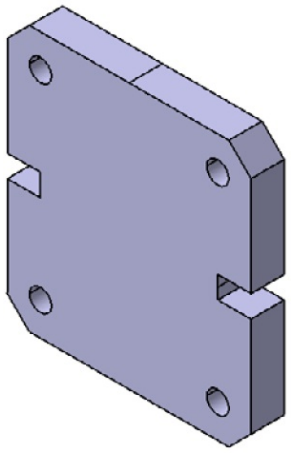
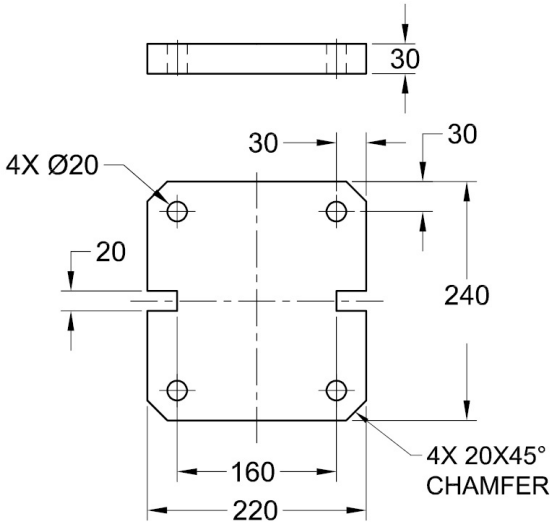

Figure 4-62 *Solid model for Tutorial 2*
Figure 4-63 *Views and dimensions for Tutorial 2*
In this tutorial, you will create the base feature of the model shown in Figure 4-62 by extruding a sketch drawn on the YZ plane. Then, you will apply the Aluminium material to the model and rotate its view in 3D space. The views and dimensions of the model are shown in Figure 4-63. **(Expected time: 30 min)**
As is evident from Figure 4-63, the sketch is symmetric to both the axes. Therefore, you need to draw only quarter of the sketch, and then mirror the quarter about the horizontal centerline and then mirror the entire sketch about the vertical centerline. You do not need to add extra dimension to the sketch because symmetric constraints are applied automatically maintaining the design intent of the sketch.
10. Apply the horizontal and vertical dimensions to the slot, refer to Figure 4-63.